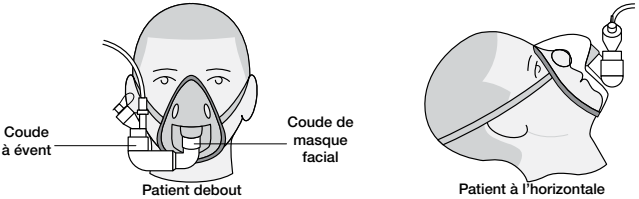
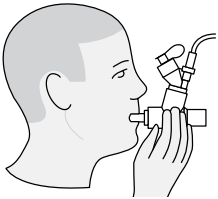

Figure 13. Raccordement à un masque
Figure 14. Raccordement à un embout buccal
Remarque : Pour l'utilisation d'autres accessoires, se référer à Figure 13, Figure 14 et Figure 15.
2. Faire pivoter le coude à évent d'expiration pour l'adapter à la position du patient (Figure 13).
Lors de l'utilisation d'un embout buccal, raccorder le nébuliseur à la pièce en T, puis raccorder la pièce en T à l'embout buccal en emboîtant solidement les pièces l'une dans l'autre, comme illustré à la Figure 14.
Avertissement : Pour garantir le bon déroulement de la nébulisation, maintenir le nébuliseur en position verticale (Figure 13 et Figure 14).